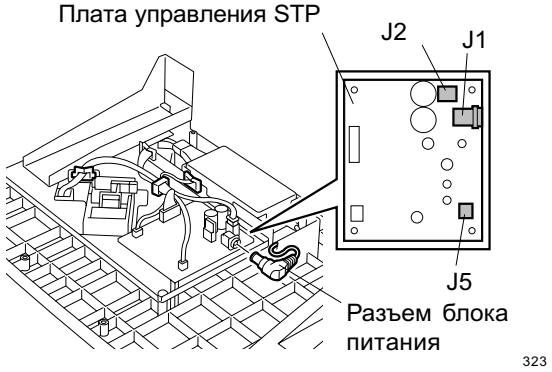

Fig. 6-16
10. Снимите шасси STP в сборе. (см. Fig. 6-16 и 6-17)
3. Снимите шасси STP в сборе. (см. Fig. 6-16 и 6-17)